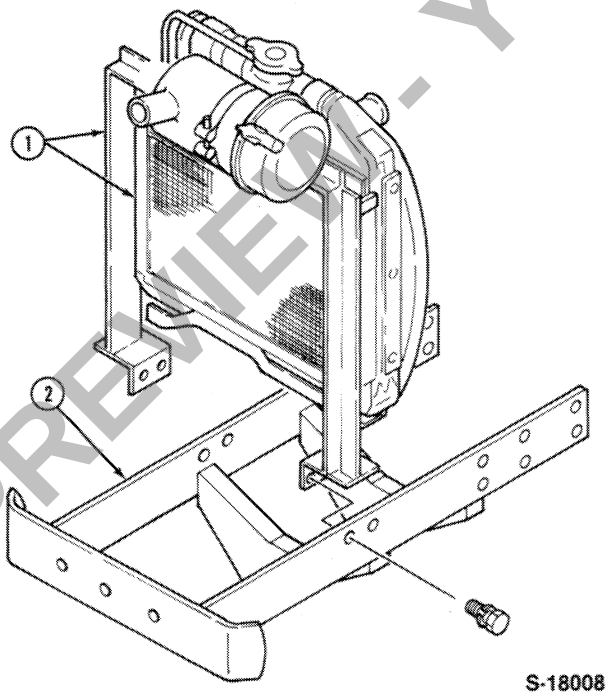

Figure 131
- Remove the bolts attaching the radiator support to the frame rails and remove the radiator, radiator support and air cleaner assembly as a unit, Figure 131.